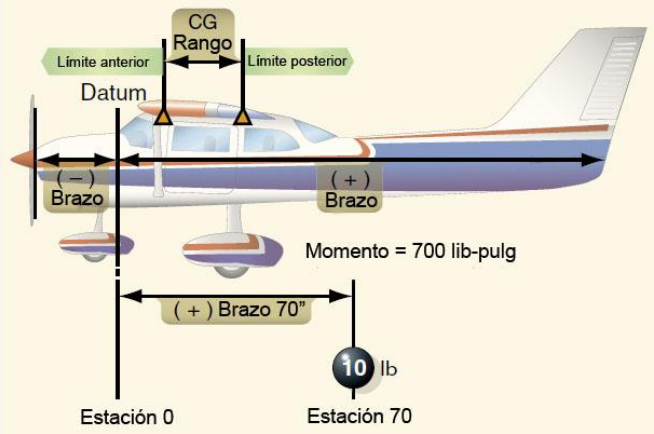

Figura 9-2. *Peso y Balance.*
Como se mencionó anteriormente, una zona de seguridad en el que el punto de equilibrio (CG) debe caer se llama rango de CG. Los extremos del son llamados límites delantero y trasero del CG. Estos límites se especifican generalmente en pulgadas o mm, a lo largo del eje longitudinal del avión, medidos desde un punto de referencia, llamado datum. El datum es un punto arbitrario, establecido por el diseñador del avión, que pueden variar la localización entre diferentes aeronaves. *[Figura 9-2]*